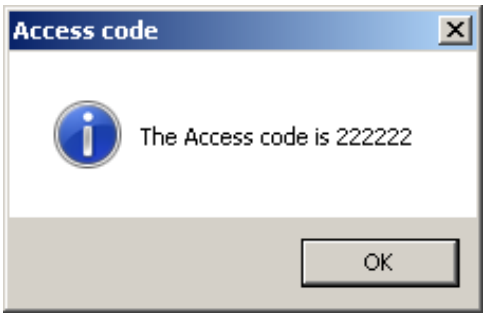

Figure 2-48 SD Card User Access Code Verification Screen
7. Select "**OK**", then select "Verify". TapTalk will display the user Access Code that was written to the SD Card (Figure 2-48).